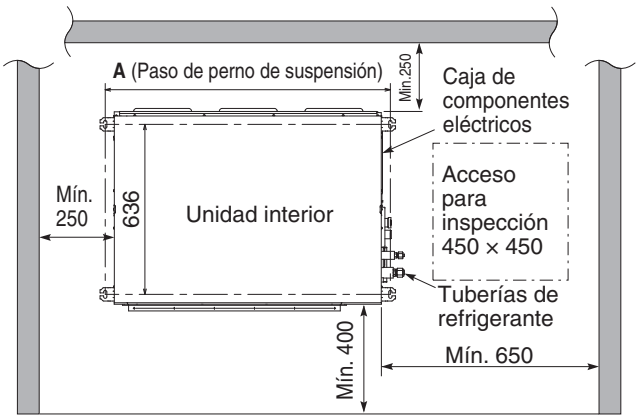

Fig. 3-1
- El espacio mínimo para la instalación y el servicio se muestran en la Fig. 3-1 y en la Tabla 3-1.
(1) Cuando coloque la unidad en el interior del techo, determine el paso de los pernos de suspensión consultando los datos de dimensiones que se muestran en la Fig. 3-1 y en la Tabla 3-2. Los tubos deben colocarse y conectarse dentro del techo cuando se suspenda la unidad. Si el techo ya está construido, disponga las tuberías en sus posiciones para la conexión con la unidad antes de poner la unidad dentro del techo.